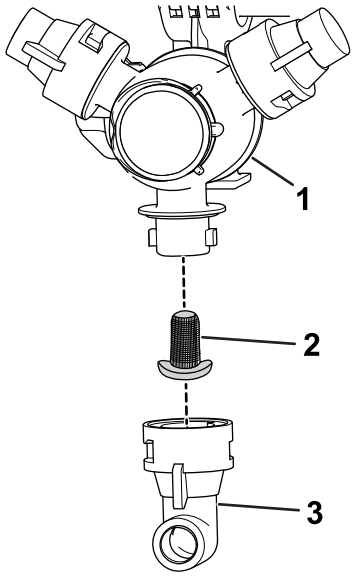

Figura 57
2. Retire la boquilla de la torreta de fumigación (Figura 57).
3. Retire el filtro de la boquilla (Figura 57).
5. Instale el filtro de la boquilla (Figura 57).
6. Instale la boquilla en la torreta de fumigación (Figura 57).